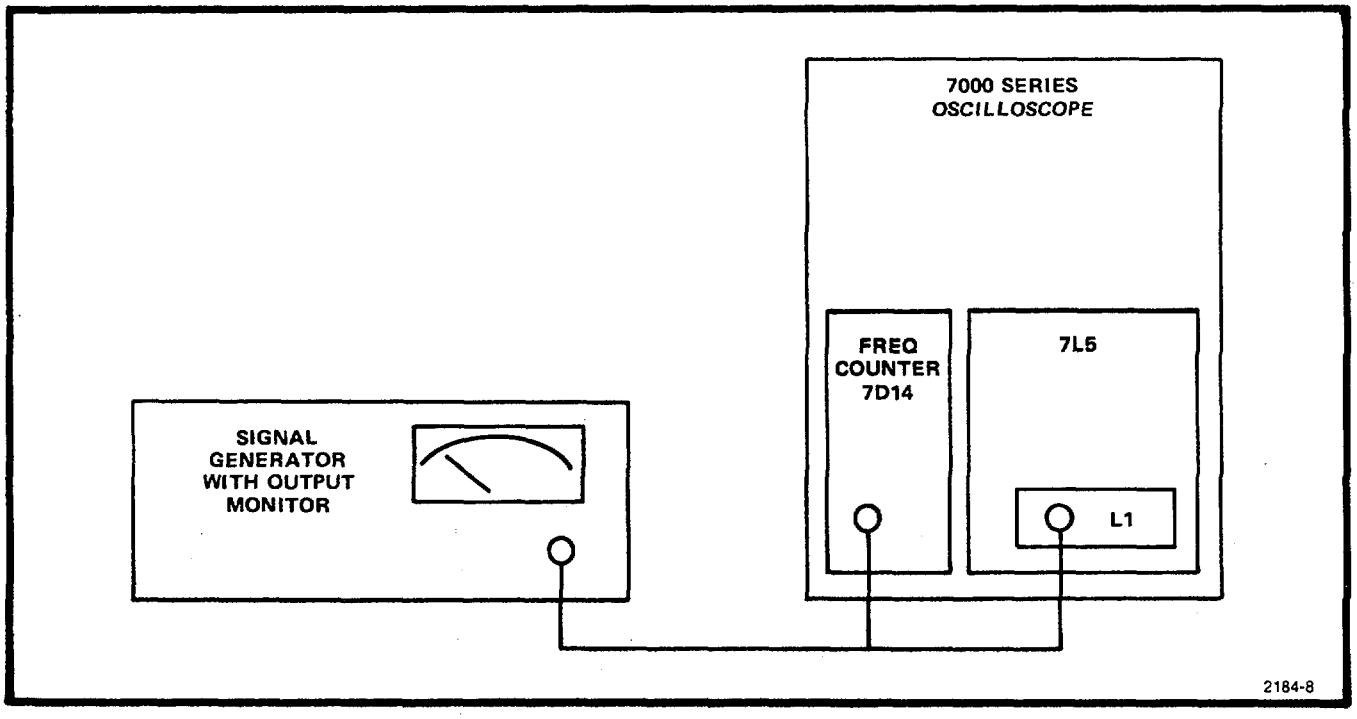

Fig. 3-2. Dot frequency range and display flatness test setup.
a. Connect test setup per Fig. 3-2. Set triggering to NORM and FREE RUN and set the other front panel controls as follows:
a. Connect test setup per Fig. 3-2. Set the front panel controls as follows:
a. Connect the test setup in accordance with Fig. 3-2 using a stable signal generator; (A frequency should be equal to or less than 0.5 Hz/hour).